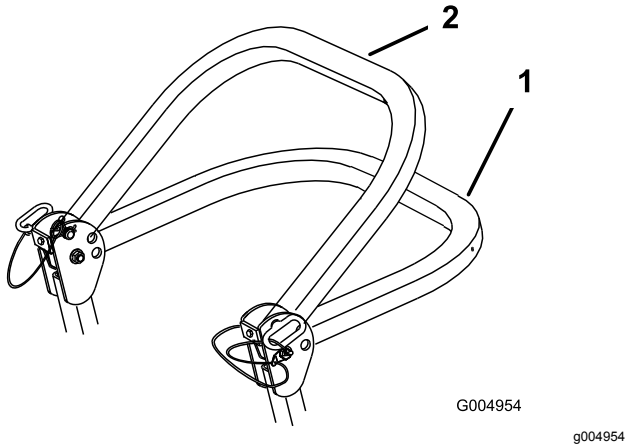

Rysunek 9
2. Opuść pałąk (Rysunek 9).
Informacja: Istnieją dwie pozycje dolne, patrz Rysunek 9.